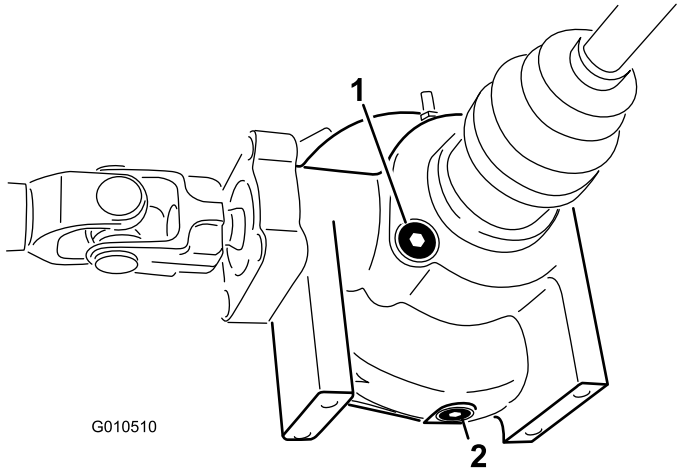

**Figur 20**
2. Rengör området runt påfyllnings-/kontrollpluggen på differentialens sida (Figur 20).